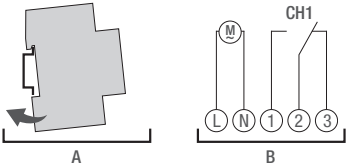

Fig. 4: Montaggio su guida DIN e schema elettrico
1. Posizionare l’interruttore orario dall’alto sulla guida DIN (Fig. 4/A) e spingerlo all'indietro sino a quando non si innesta.
2. Installare l’interruttore orario conf. allo schema elettrico (Fig. 4/B) (utilizzare cavi con una sezione compresa tra 1 mm² e 2,5 mm²).